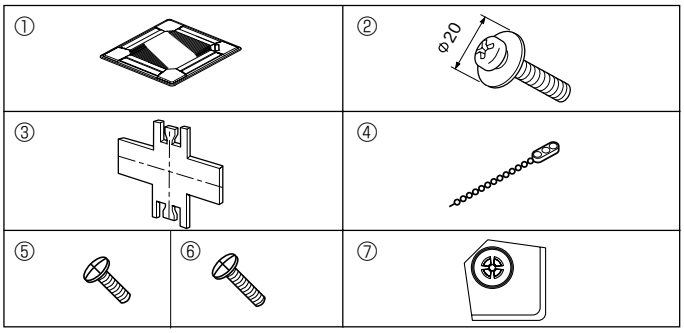

Fig. 5-1
5.1. Проверка содержимого комплекта (Fig. 5-1)